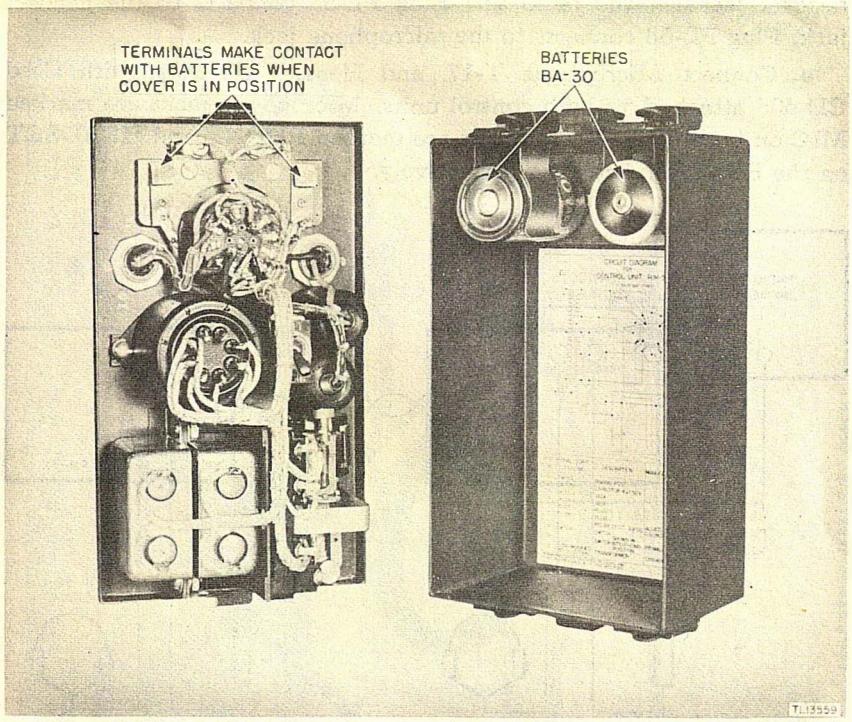

Figure 3. Control Unit RM-53, installation of batteries.
b. Control Unit RM-53. Unfasten hasp fasteners and remove the cover assembly from box. Install two Batteries BA-30 as shown in figure 3.